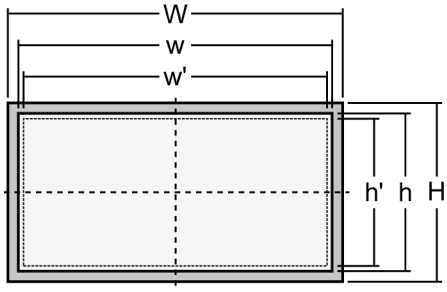

Fig. 10: Cutout schematic
1. Cut out the panel according to the dimensions in Fig. 10.